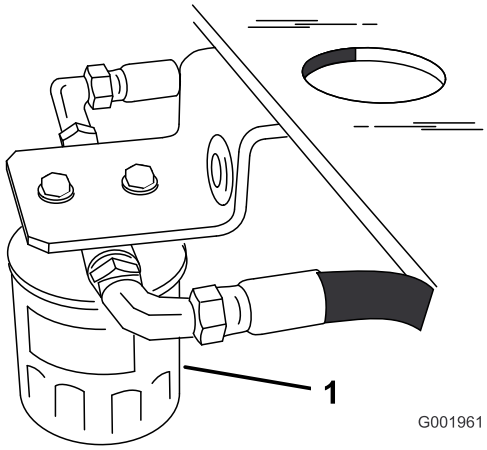

**Figure 60**
3. Localisez le filtre sous le réservoir à carburant et placez le bac de vidange sous le filtre (Figure 60).